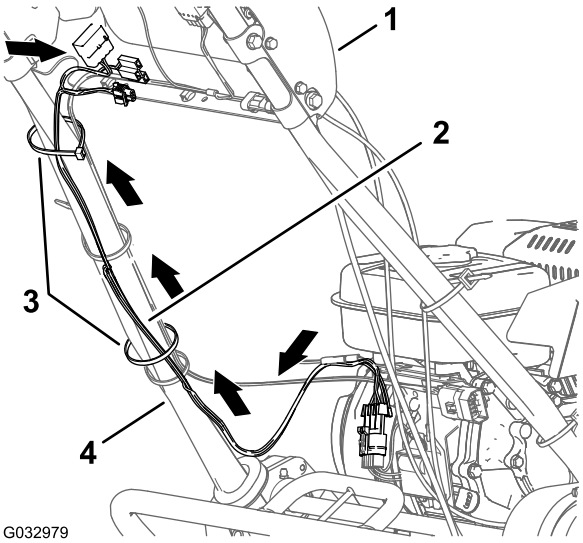
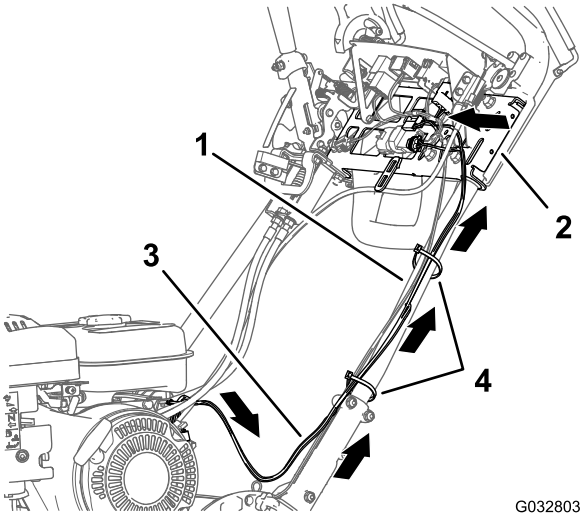

図 10
図 11
1. ワイヤハーネスを、取り付けブラケットから左ハンドルバーへ導く図 10と図 11。
2. 左ハンドルバーに沿って、ワイヤハーネスをハンドルバーのサポートブラケットへ導く図 11。
3. 図 10と図 11のようにケーブルタイ2本でワイヤハーネスを固定する。